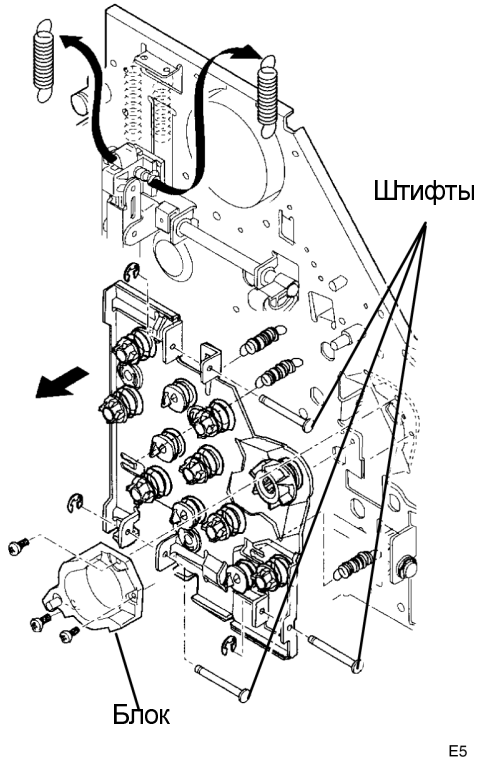

Рисунок 3. Снятие штифтов и блока
4. (Рисунок 3): Снимите 3 штифта и блок.